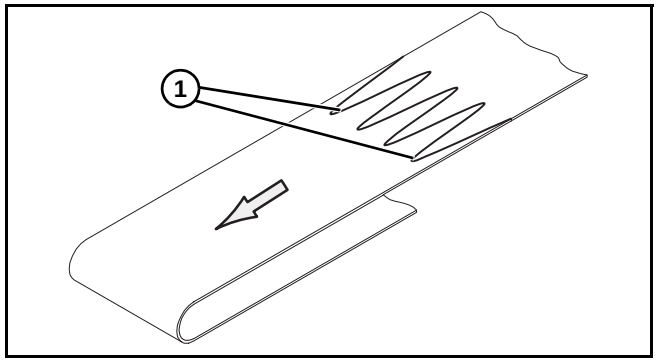

Abbildung 50
1. Band des Förderbands so ausrichten, dass die Finger, welche die Verbindung führen **(Abbildung 50, Teil 1)**, in Transportrichtung des Bands (von Richtungsetikett angegeben) **(Abbildung 49, Teil 1)** zeigen.